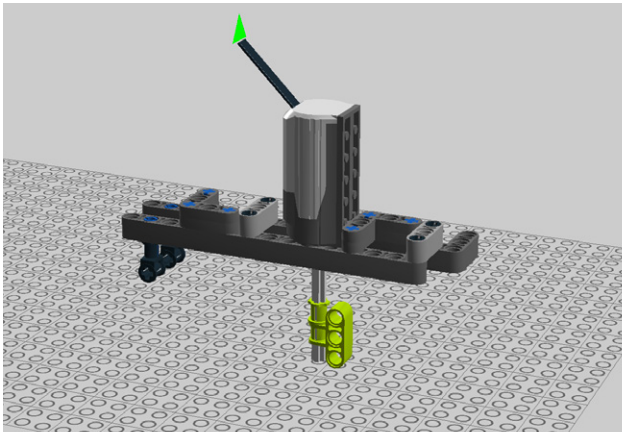

Figure 5-50. *Step 43: Adding the bush and connector*
43. Add a bush and a connector (Figure 5-50). You'll be attaching the spoon to the connector.